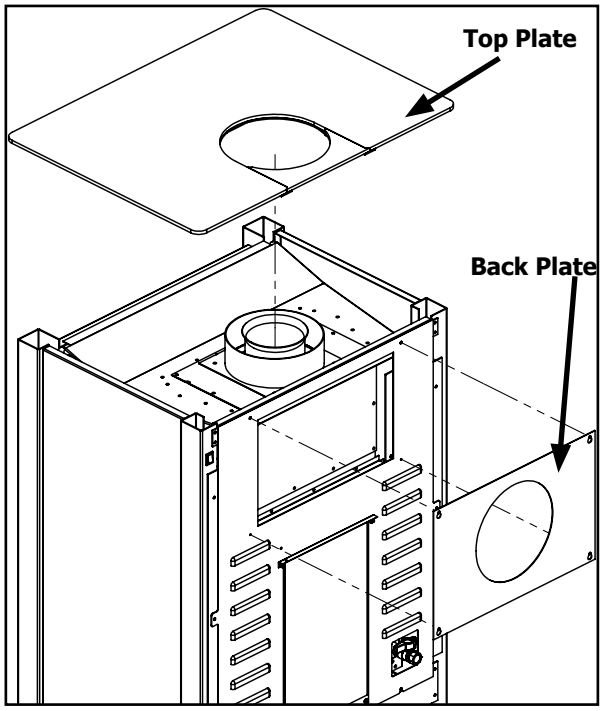

**Figure 17. Vent Conversion - Step 1**
**Step 1:** Using a T20 screwdriver loosen the four screws retaining the back plate and unhook it. Then remove the Top Plate by simply lifting up as shown in Figure 17.